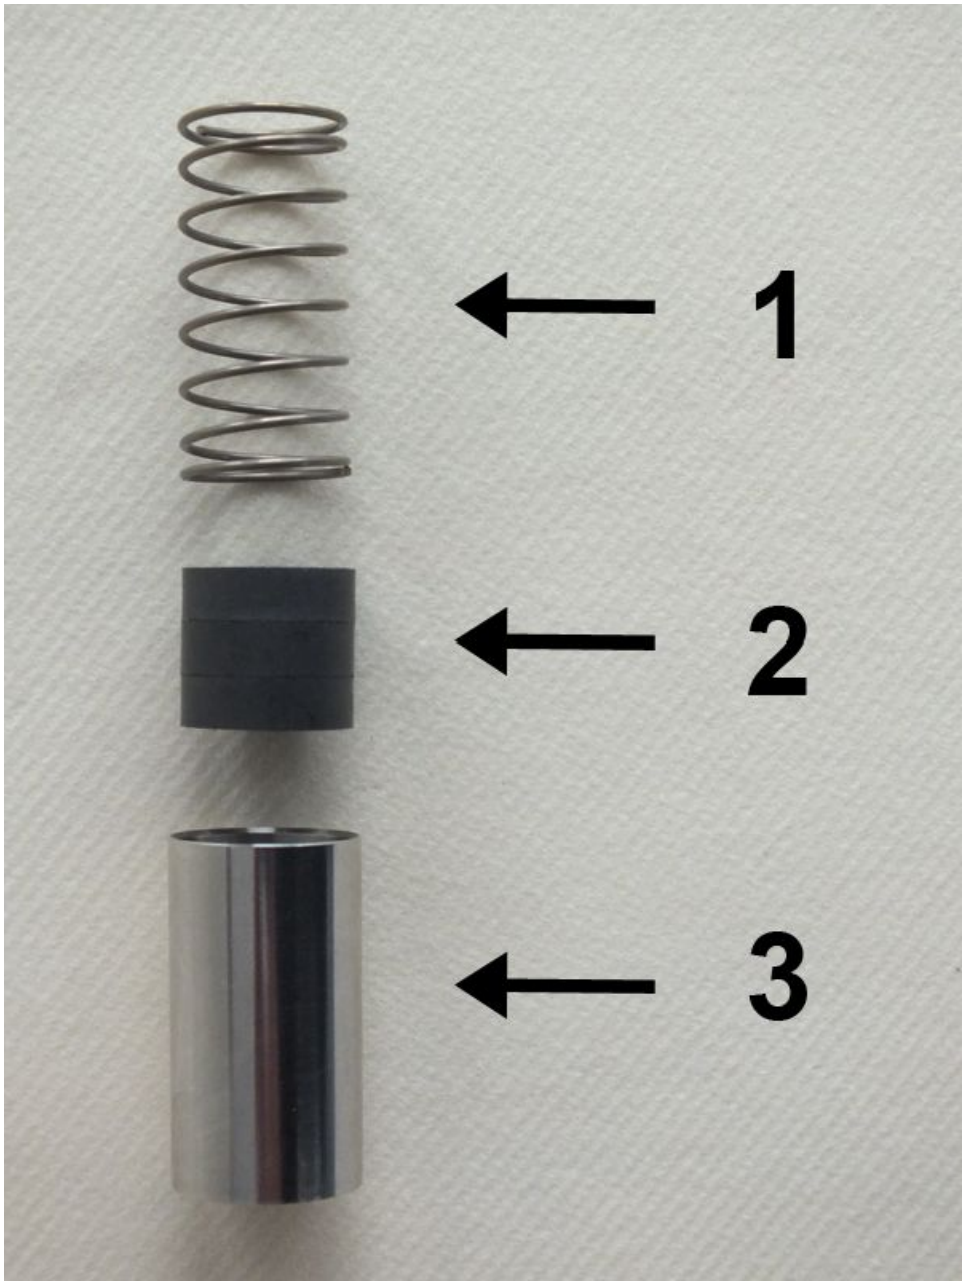

Fig. 41: Spring, magnets and float
7. The inner parts of the flow monitor consist of the spring (*Fig. 41*/1), magnets (*Fig. 41*/2) and float (*Fig. 41*/3).